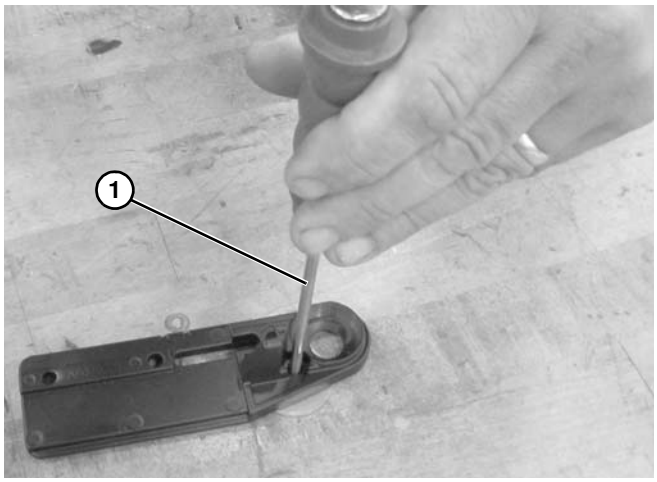
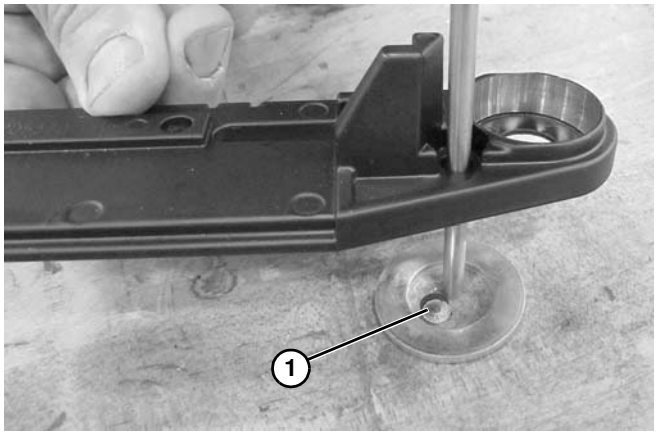

Figure 85
Figure 86
4. Répéter la même opération **(Figure 86, élément 1)** pour aligner le trou de la vis à l'aide d'un poinçon de 3 mm à 5 mm **(Figure 85, élément 1)** or d'un boulon M5 ou M6.